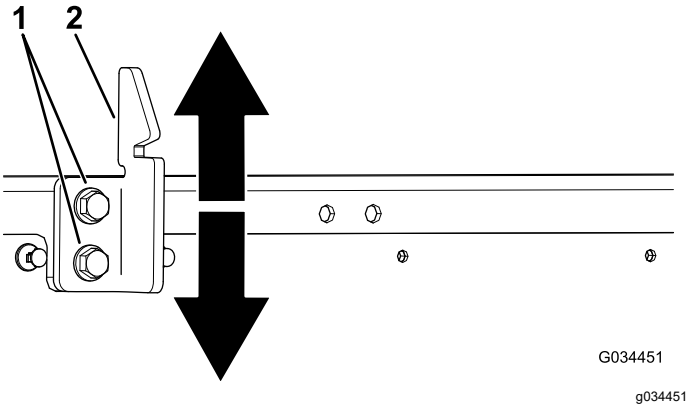

Figur 57
3. Lossa de två skruvarna på låsspärren och flytta den upp eller ned efter behov (Figur 57).
4. Dra åt de två skruvarna på låsspärren (Figur 57).